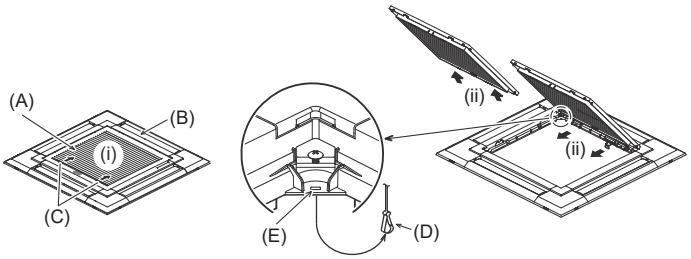
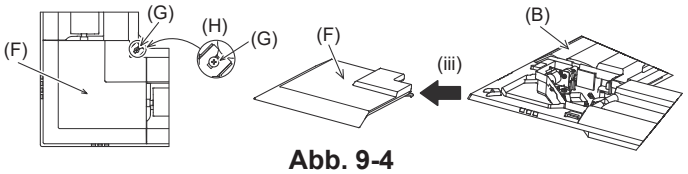

Abb. 9-3
Abb. 9-4
9.2.1. Das Ansauggitter abnehmen (Abb. 9-3)
9.2.2. Die Eckplatte abnehmen (Abb. 9-4)
[Abb. 9-3] [Abb. 9-4]